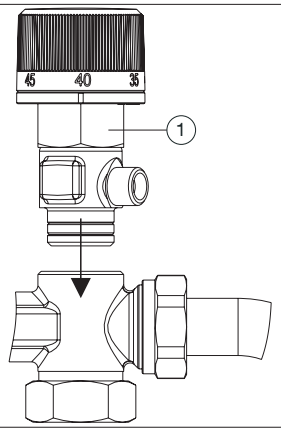

Abb. 11: Einbau Ventil Regudis W-HTO Duo
(1)	Überwurfmutter SW 32
(2)	Adapter SW 16
7. Schrauben Sie das Ventil in den Verteiler (siehe Abb. 11). Beachten Sie die Ausrichtung des Ventils (die weiße Markierung des Handrads muss nach vorne zeigen). Schrauben Sie das Gehäuse so weit ein, bis der Dichtring vollständig vom Gehäuse verdeckt ist, dann ist die Verbindung selbstdichtend.